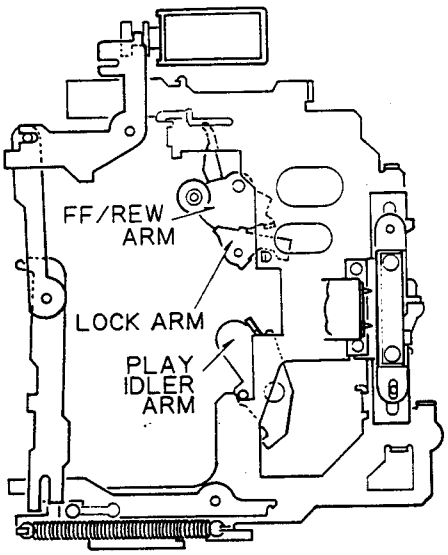

Fig. 21
(1) Fig. 21 shows the play state. The heading solenoid is moved in the A direction from the play state to release the play lock arm via L arm, solenoid lever and arm (A).